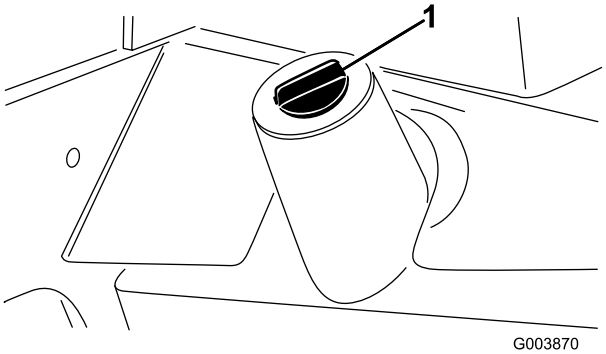

Figur 28
2. Rengjør rundt påfyllingshalsen og lokket på tanken for hydraulisk olje (Figur 28).